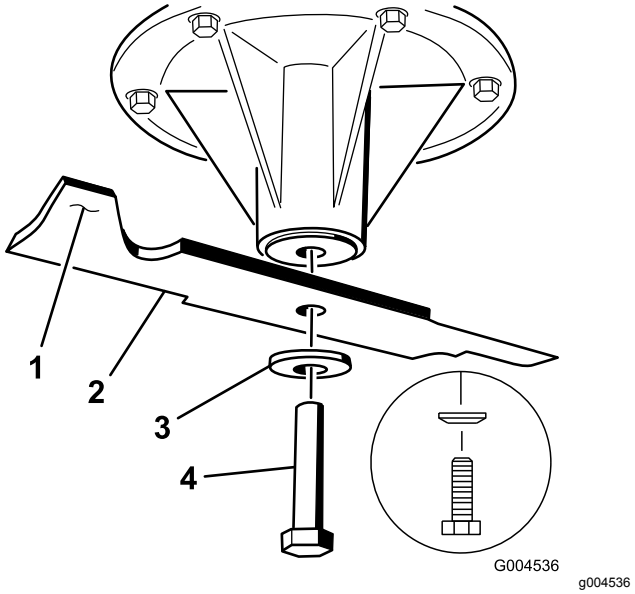

**Figuur 110**
2. Verwijder de mesbout, de klemring en het mes van de spilas (Figuur 110).